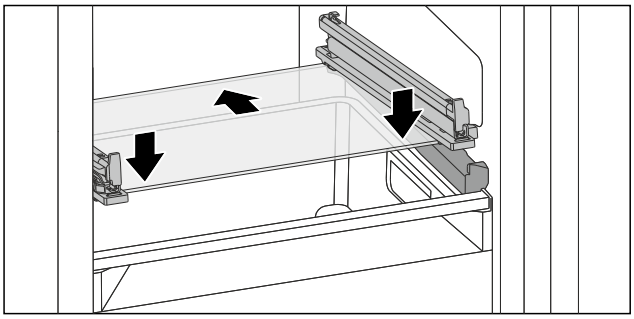

*Fig. 178 Placa de sticlă a sertarului înclinabil*
▶ Așezați placa de sticlă oblic în spatele opritoarelor. (vezi Fig. 178)